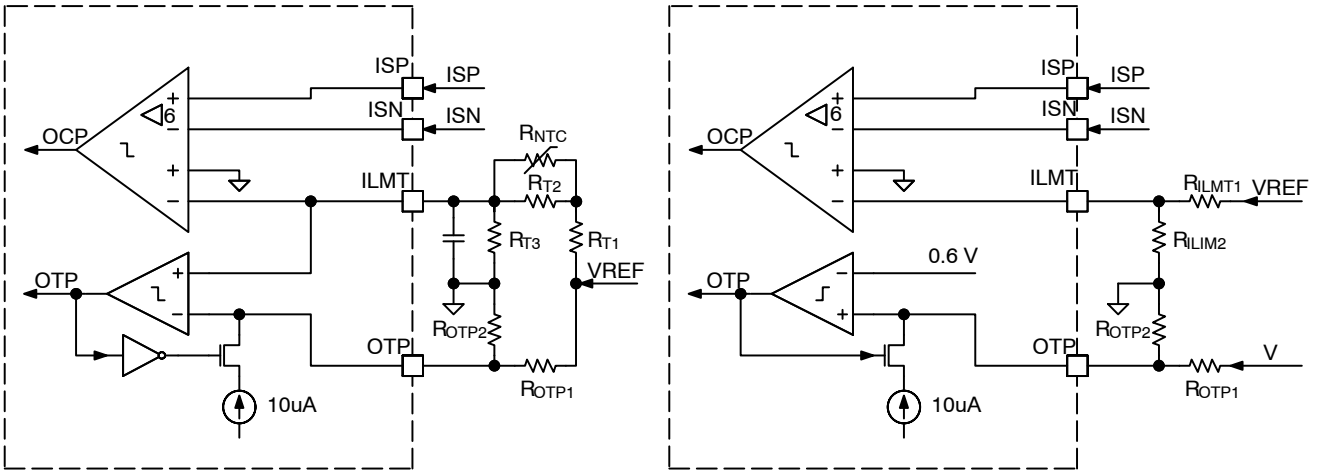

Figure 18. Over−Current Protection and Over−Temperature Protection
The over-current threshold can be externally programmed at the ILIM pin. As shown in Figure 18 (1), a NTC resistor R_{NTC} can be employed for temperature compensated over current protection. The peak current limit per phase can be calculated by
If no temperature compensation is needed, as shown in Figure 18 (2), the peak current limit per phase can be simply set by
With OTP Configuration 1, as shown in Figure 18 (1), the NTC resistor RNTC senses the hot-spot temperature and changes the voltage at ILMT pin. Both over-temperature threshold and hysteresis are externally programmed at OTP pin by a resistor divider. Once the voltage at ILMT pin is higher than the voltage at OTP pin, the NCP81233 turns off both high-side MOSFETs and low-side MOSFETs with all PWM outputs in high impedance and operates in either a hiccup mode or ends in latch-off, which is programmable at MODE1 pin as shown in Table 11. The controller will have
With OTP Configuration 2, as shown in Figure 18 (2), the NCP81233 receives an external signal VT linearly representing temperature and compares to an internal 0.6 V reference voltage. If the voltage is over the threshold OTP happens. The OTP assertion threshold V_{OTP} and reset threshold V_{OTP_RST} in this configuration can be obtained by